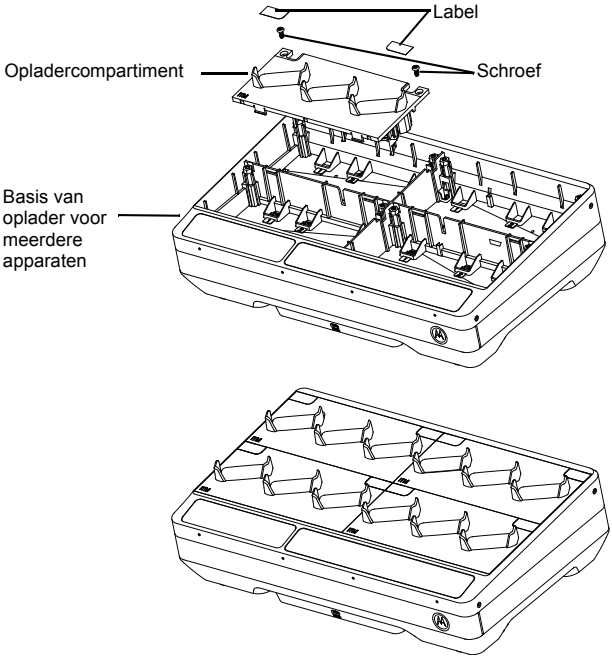

Afbeelding 8: Opladercompartiment installeren en verwijderen.
4. Verwijder het compartimentharnas door de aansluiting recht omhoog te trekken (zie Afbeelding 8).